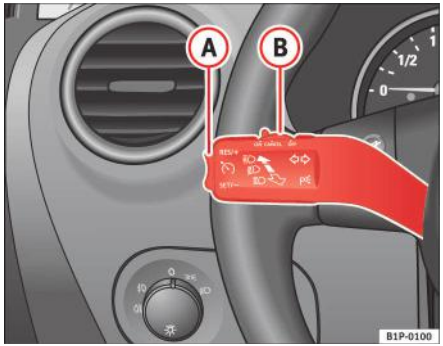

Fig. 127 Indicatorul şi maneta pentru faza lungă a farurilor: comutator şi comutator basculant pentru tempomat
– Când a fost atinsă viteza pe care doriţi să o setaţi, apăsaţi scurt, o singură dată, partea inferioară **SET/SET** a comutatorului basculant ⇒ fig. 127 (A).